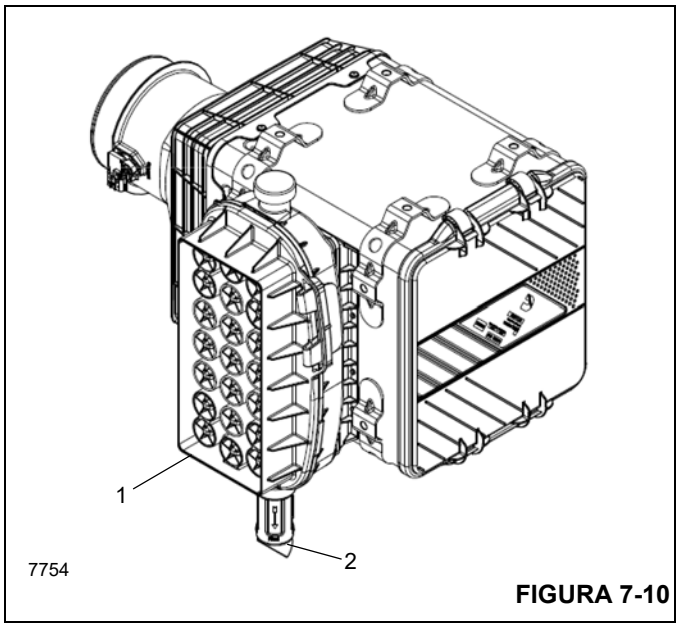

FIGURA 7-10
O Pré-purificador (1) (Figura 7-10) evita a entrada de detritos grandes no Purificador de ar e deve ser limpo periodicamente, especialmente ao trabalhar em condições severas de poeira. Remova a metade superior do pré-purificador liberando as duas travas nas laterais do pré-purificador. Remova todos os resíduos de dentro do pré-purificador e monte novamente.